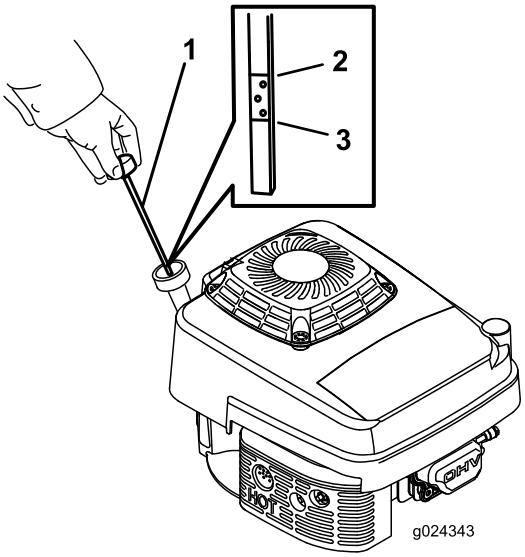

**Figuur 8**
Controleer voor elk gebruik of het oliepeil tussen de markeringen Bijvullen en Vol op de peilstok staat (Figuur 8).
2. Maak de omgeving van de peilstok schoon (Figuur 8).